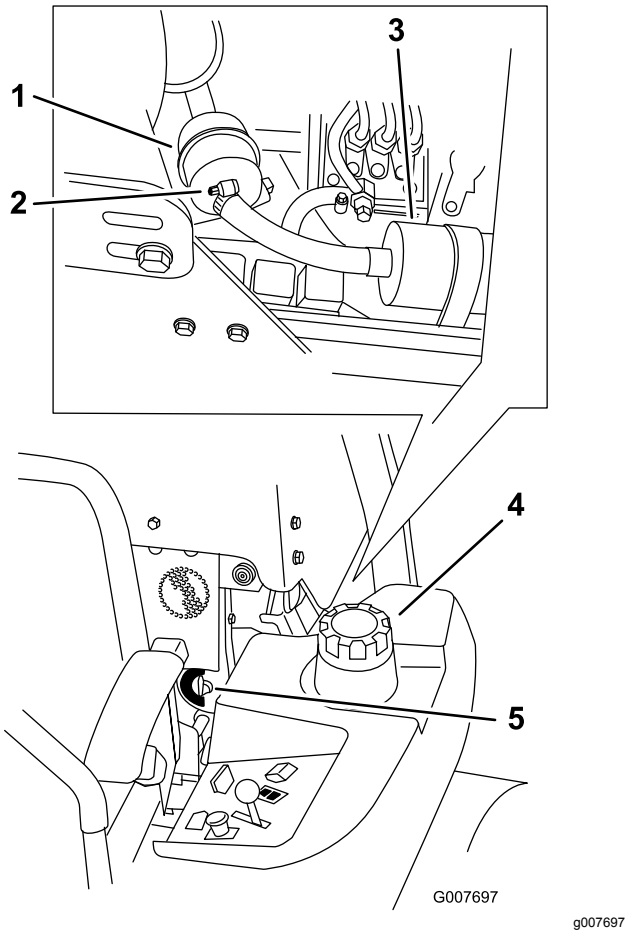

**Figuur 72**
4. Sluit de brandstofafsluitklep (Figuur 72).
5. Maak de 2 slangklemmen los en ontkoppel de brandstofslangen van het brandstoffilter (Figuur 72).
6. Plaats een nieuw filter. Sluit de brandstofslangen aan op het brandstoffilter en monteer de 2 slangklemmen (Figuur 72).